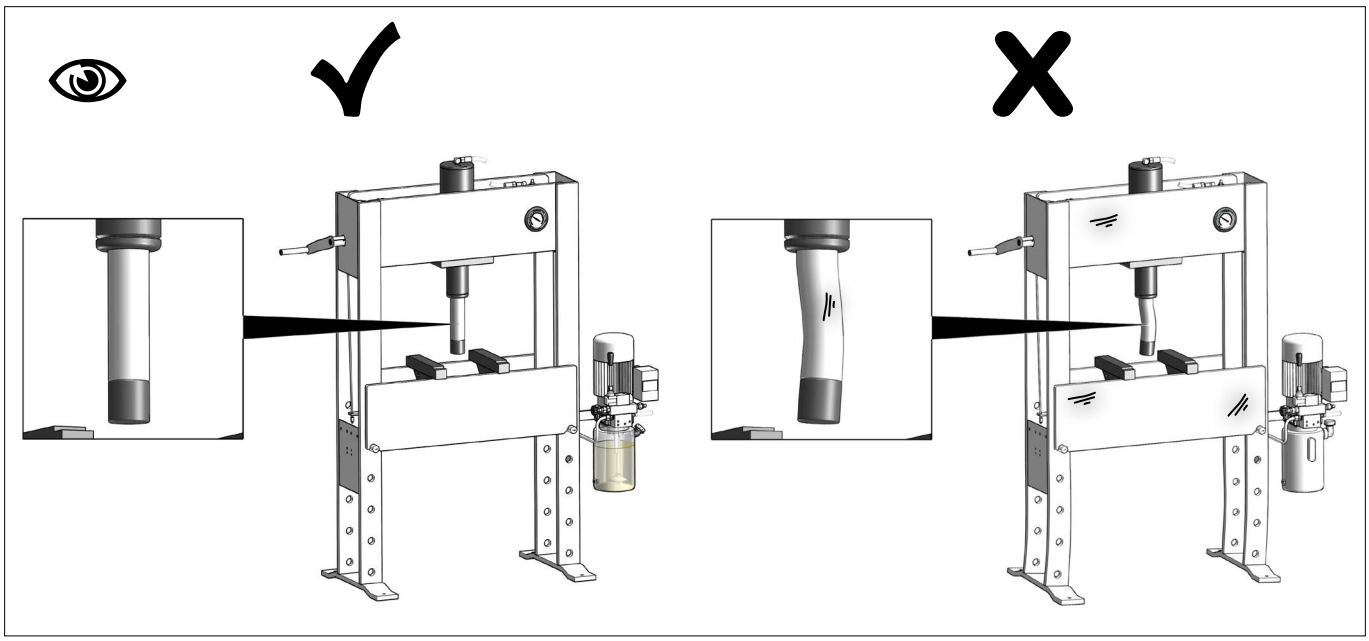

Fig.26
- Skader og unormalt slid *(Fig.26)*
- Damage, wear and tear *(Fig.26)*
- Schäden und ungewöhnliche Abnutzung *(Fig.26)*
- Dommages et usure *(Fig.26)*
- Slitage *(Fig.26)*
- Vauriot ja yleinen kuluminen *(Fig.26)*
- Schade en slijtage *(Fig.26)*
- Daños y desgaste *(Fig.26)*
- Повреждений и износа *(Fig.26)*